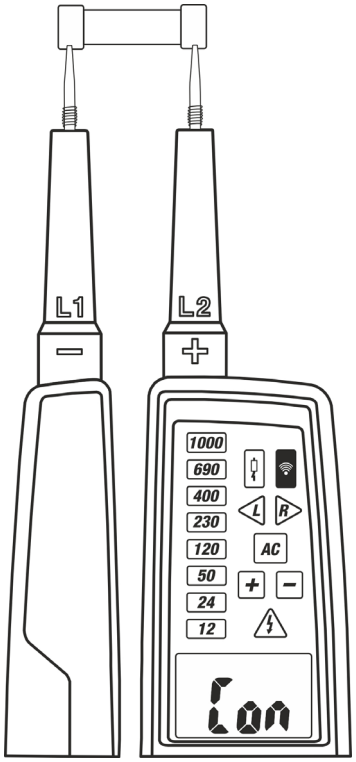

Abb. 9: Durchgangstest
2. Verbinden Sie die Prüfspitzen **L1** und **L2** mit dem zu messenden Gegenstand (siehe Abb.9).